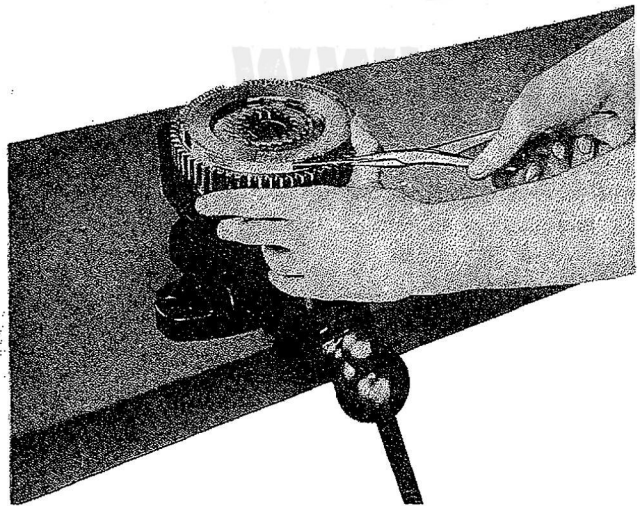

Figure 68—Removing Spring Steel Wire From the High Speed Clutch Assembly
e. Lift the impeller drive gear, containing the high-speed clutch assembly, out of the rear housing. Clamp the holding fixture (Tool No. 84668) vertically in a vise, and place the gear in the fixture. Lock the gear in place by tightening the set screw in the fixture. Cut off one bent-up end of the spring steel wire which holds the high-speed clutch assembly in the gear. Grasp the other end of the wire and pull it clear of the gear. Refer to Figure 68. Discard the wire. Remove the gear from the fixture, and remove the clutch retainer disk and plates, the splined adapter, and the piston with ring. Remove and discard the piston ring.